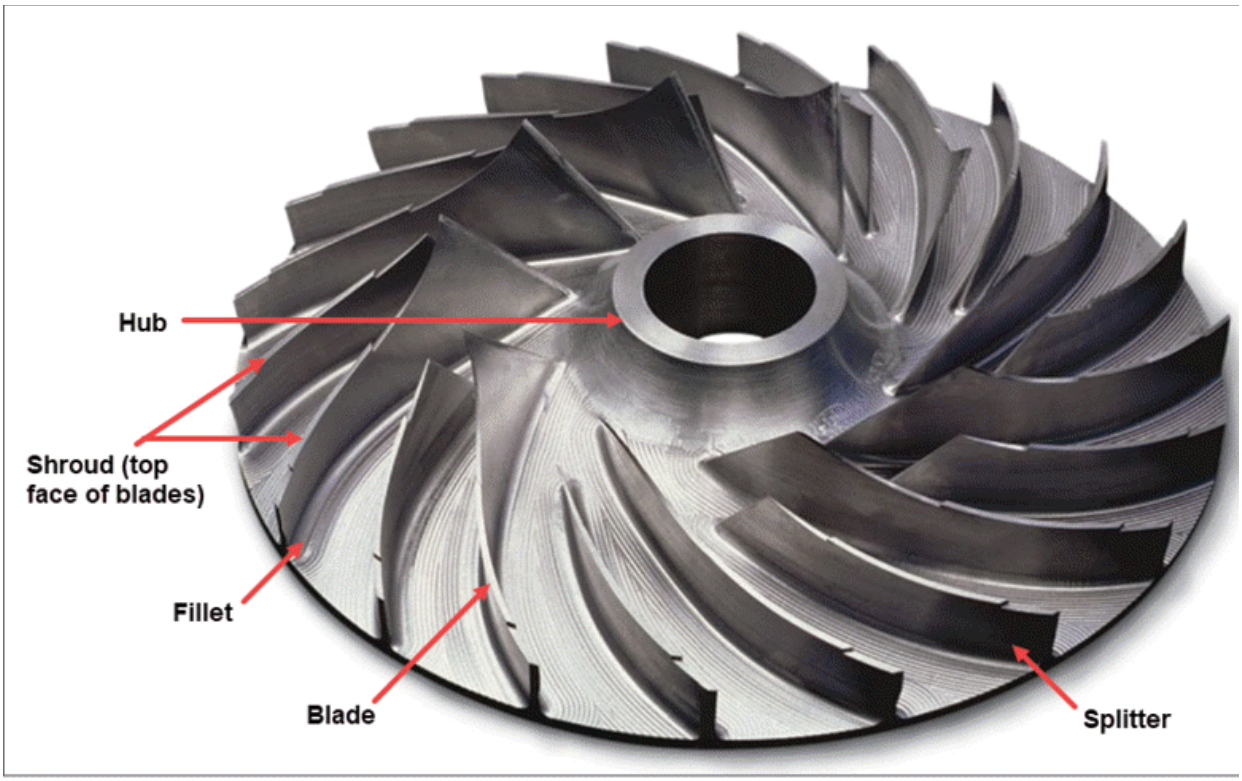

Figure-61. Blade nomenclature
- Click on the **Select** button for desired component from **Part definition** area and select respective geometry; refer to Figure-61.